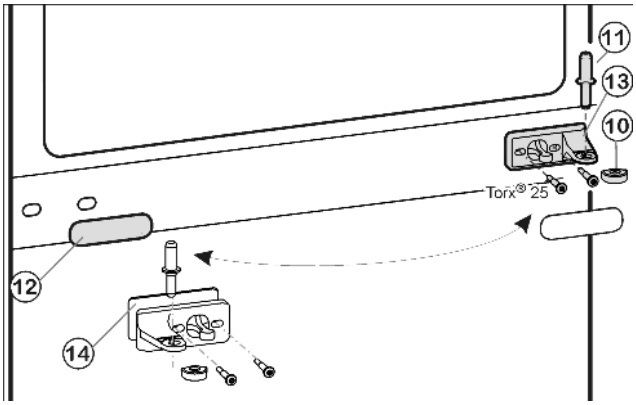
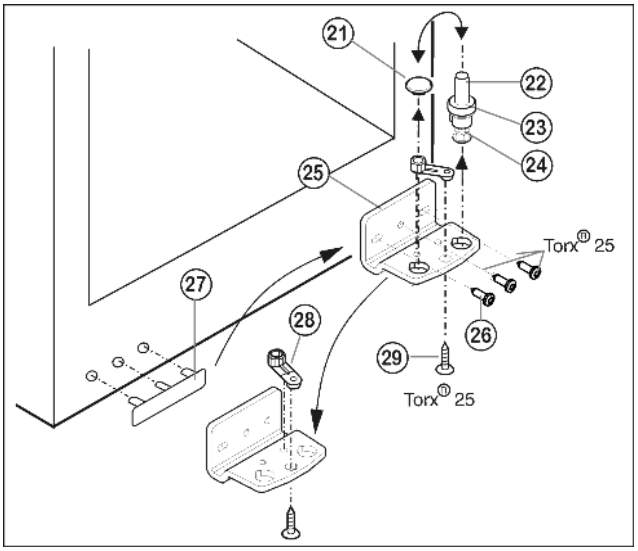

Fig. 8
Fig. 9
▶ Вытащите из опорного кронштейна и нижней дверцы средний опорный винт *Fig. 8 (11)*.
▶ Снимите пластмассовый колпачок *Fig. 8 (10)*.
▶ Открутите средний опорный кронштейн *Fig. 8 (13)* (2 шт. Torx® 25).
▶ Осторожно снимите накладку *Fig. 8 (12)*.
▶ Прикрутите средний опорный кронштейн *Fig. 8 (13)* с подкладкой *Fig. 8 (14)* с поворотом на 180° на новую сторону шарнира **(с моментом 4 Нм)**.
▶ Защелкните накладку *Fig. 8 (12)*, повернув на 180 °, на стороне, где теперь будет ручка.
▶ Извлеките опорный винт *Fig. 9 (22)* в комплекте с шайбой *Fig. 9 (23)* и регулируемой опорой *Fig. 9 (24)*, вытягивая его вверх.
▶ Снимите пробку *Fig. 9 (21)*.
▶ Открутите *Fig. 9 (26)*опорный кронштейн *Fig. 9 (25)*.
▶ Открутите *Fig. 9 (29)*опорную деталь *Fig. 9 (28)* и, переставив в отверстие на противоположной стороне опорного кронштейна, снова прикрутите.
▶ Осторожно снимите и переставьте на противоположную сторону крышку со стороны ручки *Fig. 9 (27)*.
▶ Снова прикрутите опорный кронштейн *Fig. 9 (25)* на новой стороне шарнира **(с моментом 4 Нм)**. При необходимости используйте аккумуляторный шуруповерт.
▶ Переставьте пробку *Fig. 9 (21)* в свободное отверстие.
▶ Вновь установите опорный винт *Fig. 9 (22)* в комплекте с шайбой и регулируемой опорой. При этом фиксатор должен быть направлен назад.
- ▶ Установите нижнюю дверцу сверху на нижний опорный винт *Fig. 9 (22)*.
- ▶ Снова наденьте пластмассовый колпачок *Fig. 8 (10)* на средний опорный кронштейн *Fig. 8 (13)*.
- ▶ Вставьте средний опорный винт *Fig. 8 (11)* на новой стороне шарнира через средний опорный кронштейн *Fig. 8 (13)* в нижнюю дверцу.
- ▶ Установите верхнюю дверцу на средний опорный винт *Fig. 8 (11)*.
- ▶ При необходимости выровняйте дверцы через два продольных паза в нижнем опорном кронштейне *Fig. 9 (25)* и среднем опорном кронштейне *Fig. 8 (13)* параллельно корпусу устройства. Для этого выкрутите средний винт на нижнем опорном кронштейне *Fig. 9 (25)*.